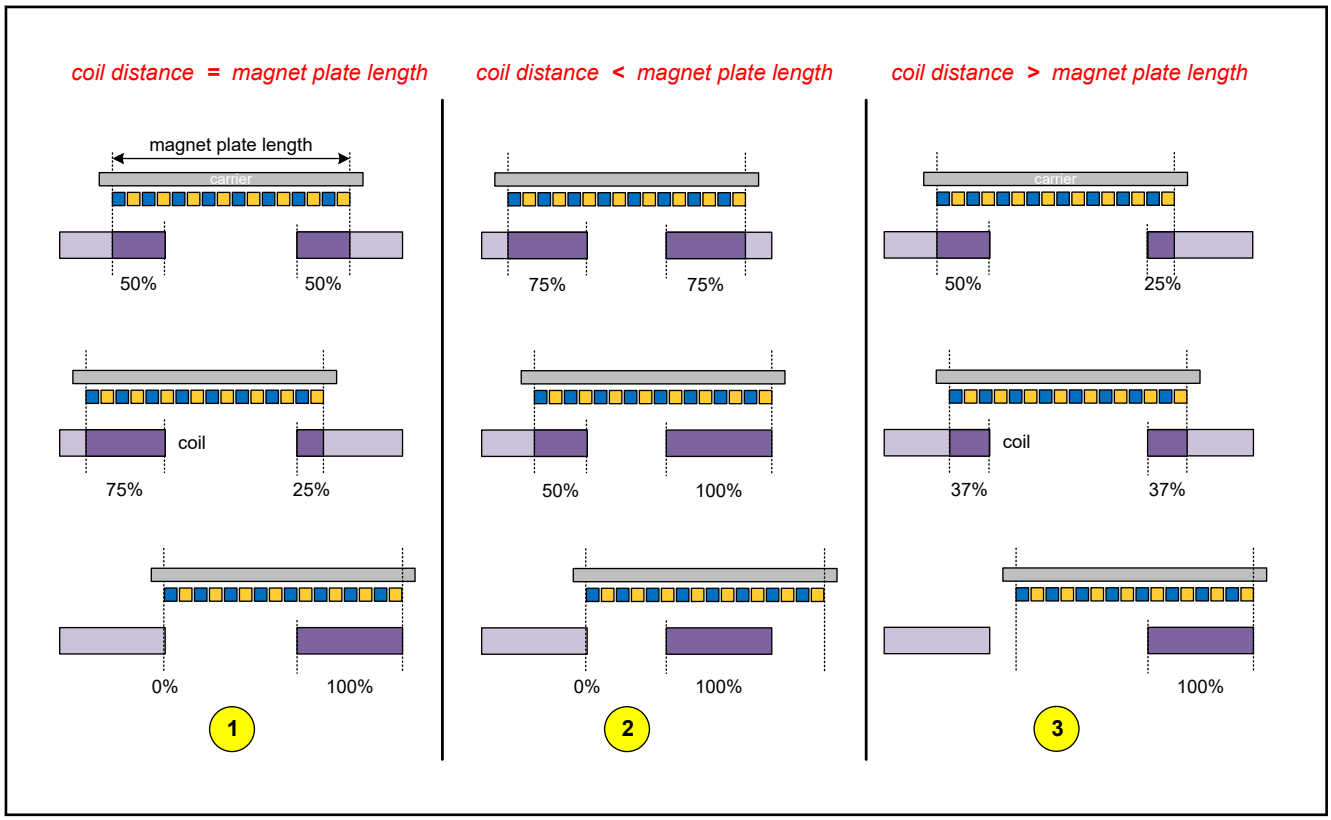

Fig. 4-5: Available drive force and distance between coils
The definition of the distance between coils is the distance from coil center to coil center. The recommended distance between coils is exactly one magnet plate length, see fig. 4-5 "Available drive force and distance between coils" on page 30 situation ①. This distance minimizes the force ripple (velocity ripple) during movement of the carriers by minimizing the cogging forces, and this distance also simplifies the homing procedure.